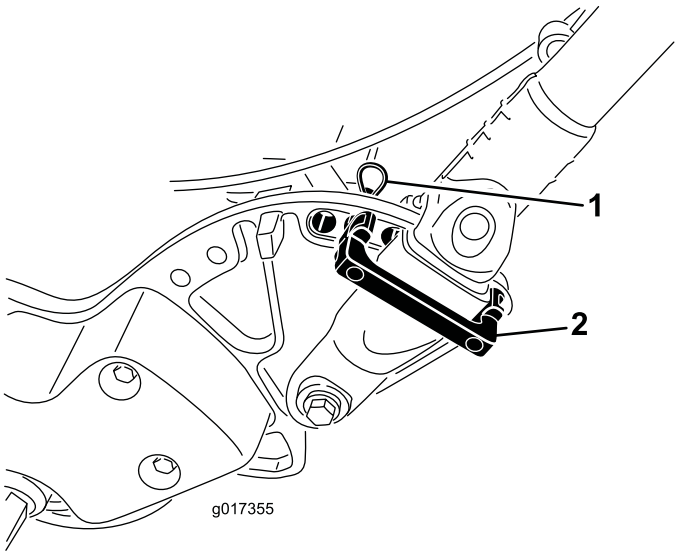

Figuur 32
1. Verwijder de R-pennen van de handgreepbevestigingen aan beide zijden van de maaimachine (Figuur 32).
2. Ondersteun de handgreep en verwijder de R-pennen van beide zijden. Draai vervolgens de handgreep in de gewenste gebruiksstand (Figuur 32).